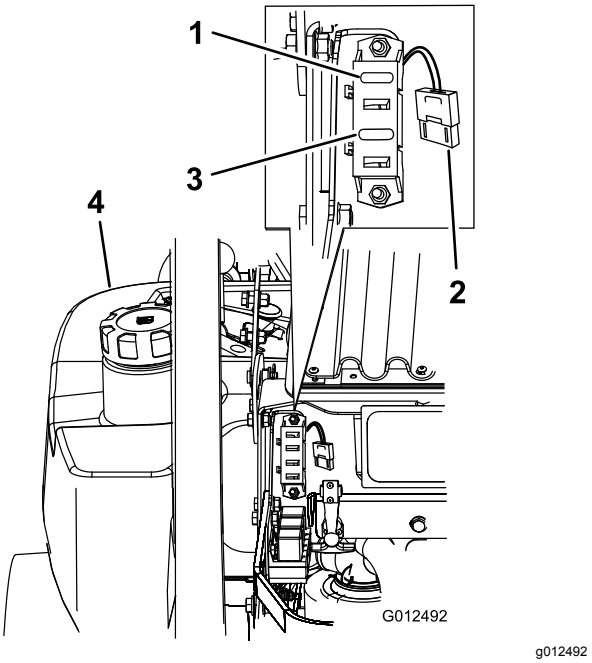

Figur 72
1. Hev motorpanseret for å få tilgang til sikringsholderen (Figur 72).
3. Sett inn en ny sikring (Figur 72).